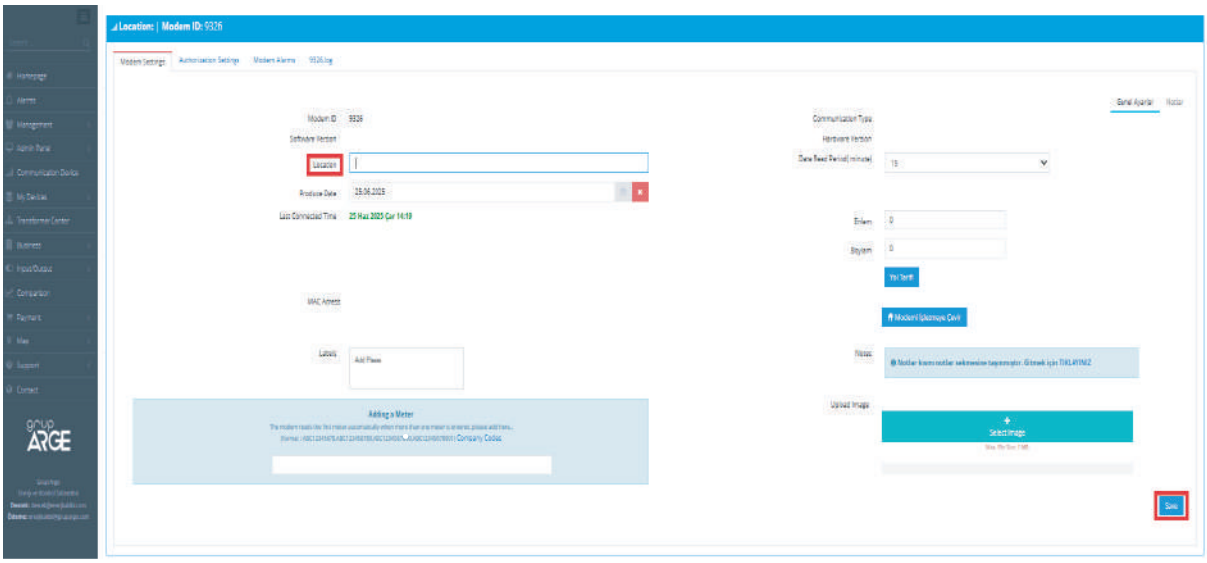

Figure 6.9
11. In the "Modem Settings" section, to quickly identify the company where the device is installed, enter the location information and click the "Save" button. (Figure 6.9)